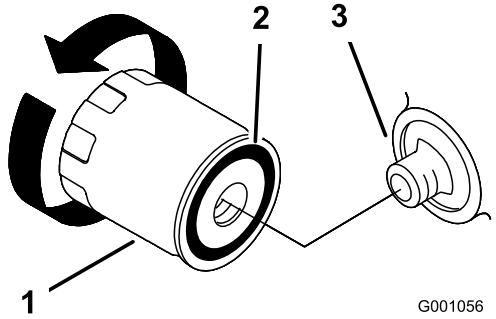

Rysunek 22
2. Wyjmij stary filtr i wytrzyj powierzchnię uszczelki adaptera filtra (Rysunek 22).
3. Pokryj gumową uszczelkę nowego filtra cienką warstwą świeżego oleju (Rysunek 22).
4. Zamontuj wymienny filtr oleju na adapterze filtra; dokręcaj filtr w prawo do momentu, aż gumowa uszczelka zetknie się z adapterem filtra, a następnie dokręć filtr o dodatkowe od 2/3 do 1 obrotu (Rysunek 22).